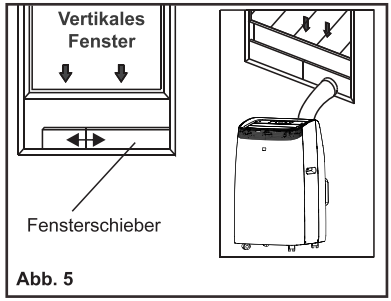

Abb. 5
4. Befestigen Sie den Schlauchauslass im Fensterschiebersatz und dichten Sie ihn ab. (Abb.5 &6).